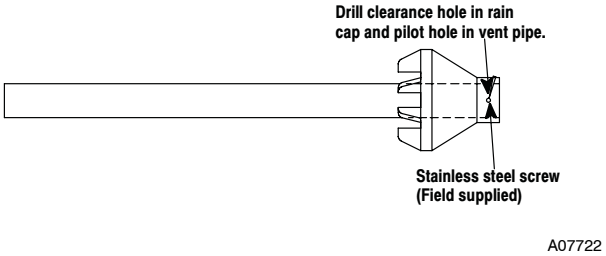

**Fig. 33 - Rain Cap to Vent Pipe Assembly**
5. Partially assemble the concentric vent termination kit. Clean and cement the parts using the procedures for Joining Pipe and Fittings section of the manual. A) Cement the Y Concentric fitting to the 4″ diameter kit pipe. B) Cement the 3″ rain cap to the $2^1/_2$″ diameter kit part. (See Fig. 33).
**NOTE**: A field supplied stainless steel screw may be used to secure the rain cap to the pipe instead of cementing when field disassembly is desired for cleaning (See Fig. 33).